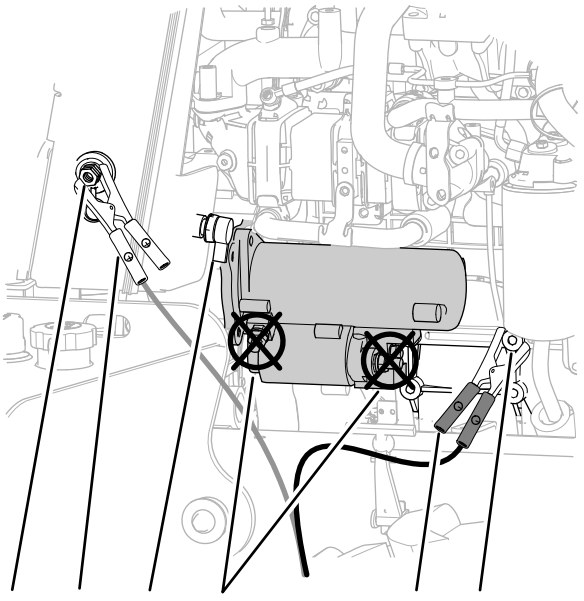

Figura 77
4. Retire a tampa do terminal auxiliar (Figura 77).
5. Conecte o cabo de "chupeta" positivo (+) ao terminal auxiliar (Figura 77).
6. Conecte o cabo de “chupeta” negativo (-) a um ponto de aterramento, como a porca no pivô do alternador (Figura 77).